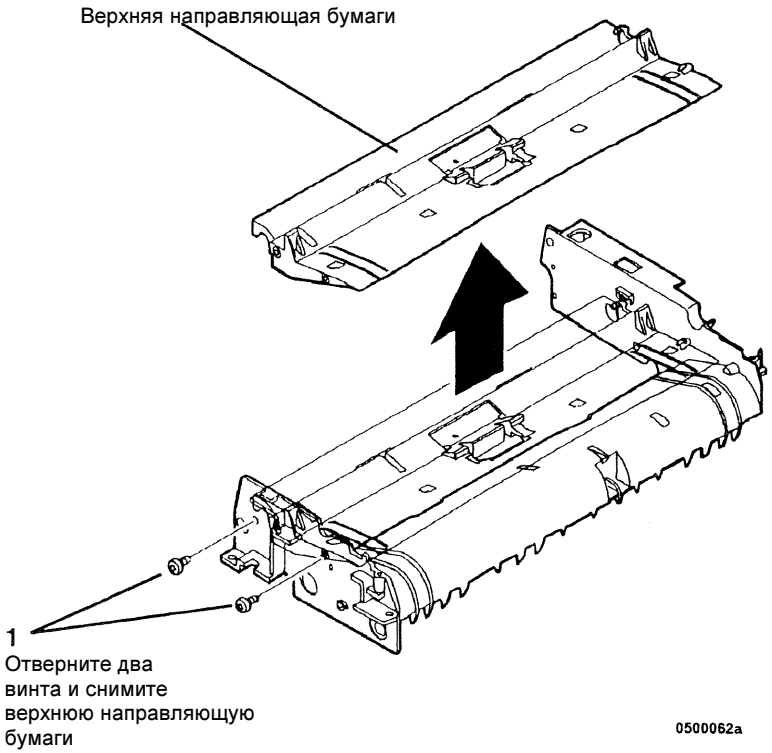

Рисунок 2 Снятие верхней направляющей бумаги
6. (Рисунок 2): Снимите верхнюю направляющую бумаги